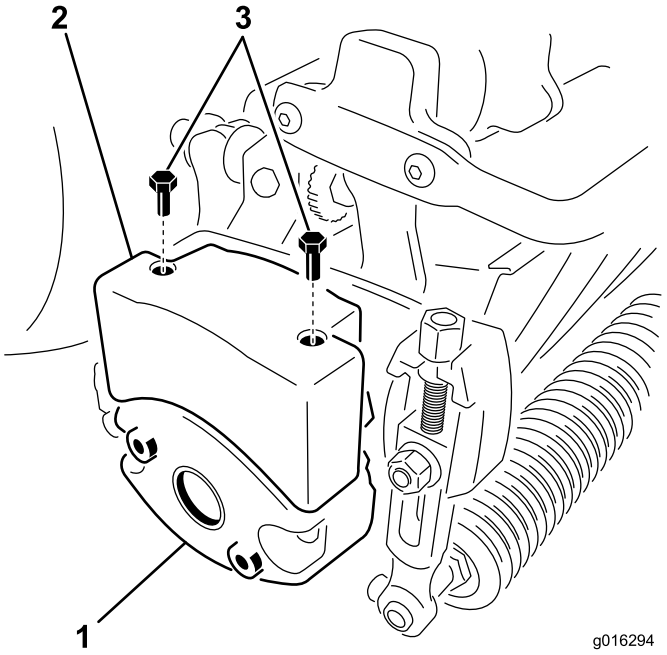

Figur 10
4. Fjern de 2 bolte, der fastgør vægten til siden af klippeenheden (Figur 10).
6. Monter en topvægt på klippeenheden ved hjælp af 2 unbrakoskruer (Figur 10